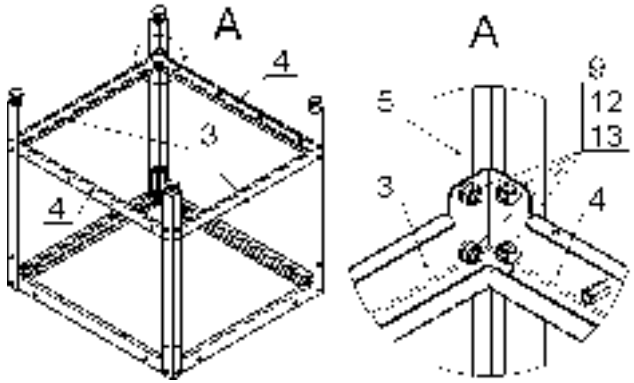

Рис.5
5. Закрепить на стойках, поз.5 профили боковые нижние (628мм), поз.3 и профили лицевые нижние (685мм), поз.4, при помощи болтов, гаек и шайб, поз.9, 12 и 13, как показано на рис.5. Гайки не затягивать.